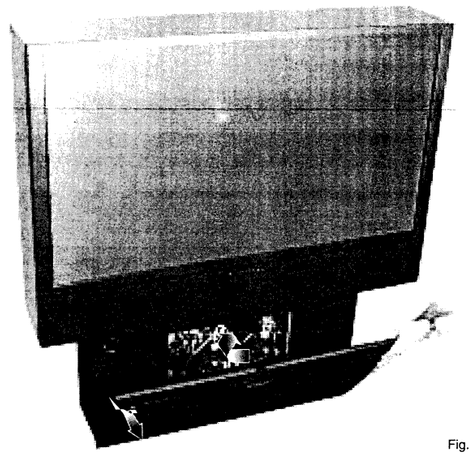

Fig.1
- Using a suitable screwdrive push the front panel fixing button in the direction shown (Fig 1).
Pour accéder aux réglages de G2 Rouge, Vert et Bleu , aux déviateurs ainsi qu'à leur aimant de réglages, appuyer en vous aidant d'un tournevis sur l'ergot de maintien du coffret de face avant dans le sens de la flèche et rabattre puis déposer le coffret (Fig.1).
- drücken Sie mit einem passenden Schraubendreher den Besfestigungsknopf der Frontabdeckung in die angegebene Richtung (Fig.1).
con un apposito cacciavite, premere i tasti di fissaggio del pannello frontale come indicato nella figura (Fig.1).
- Utilizando un destornillador adecuado, empujar el botón de fijación del panel frontal en el sentido indicado en la Fig.1.